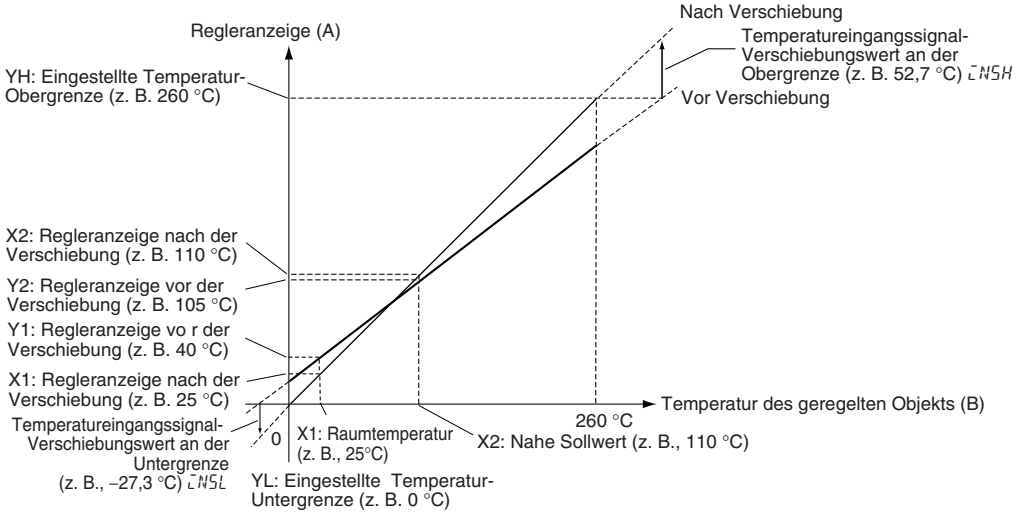

Abbildung 3 Darstellung der 2-Punkt-Verschiebung
1. Stellen Sie die Verschiebung für die Messwerte des Reglers an zwei Punkten ein: nahe der Raumtemperatur und nahe dem Wert, bei dem die Temperatur des Objekts geregelt werden soll. Vergleichen Sie aus diesem Grund die Temperatur des Thermometers (B) und den Anzeigewert des Reglers (A) einmal bei Raumtemperatur und einmal möglichst nahe der Solltemperatur.
- Stellen Sie den Temperatureingangssignal-Verschiebungswert an der Obergrenze und den Temperatureingangssignal-Verschiebungswert an der Untergrenze mit Hilfe der folgenden Formeln ein, die auf den Temperaturwerten vor der Verschiebung (Y1 und Y2), den Temperaturwerten nach der Verschiebung (X1 und X2), der Solltemperatur-Obergrenze (YH) und der Solltemperatur-Untergrenze (YL) basieren. Die Verschiebung ist in *Abbildung 3* dargestellt.